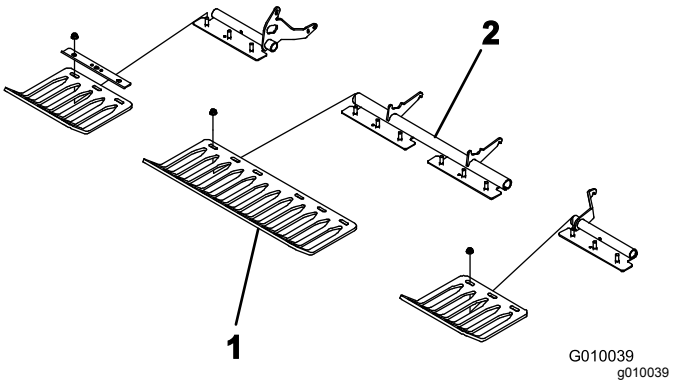

Figur 25
4. Installer verneplatene løst på verneplatebrakettene med fire verneplateklemmer og tolv flensmuttere (Figur 25). Ikke stram til festene.
Merk: Fra fabrikken sendes verneplateklemmene og flensmutterne montert til verneplatebrakettene (Figur 25).